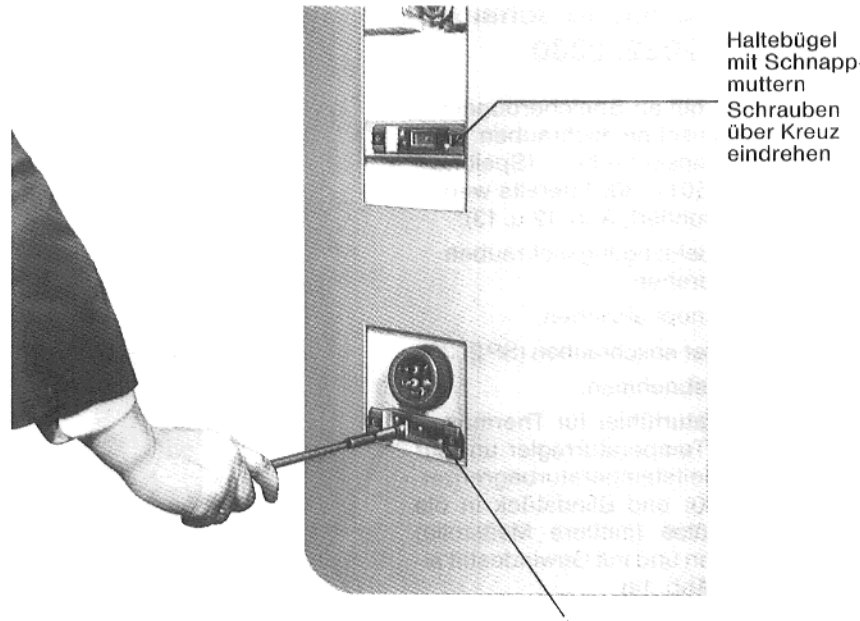

Abb. 15 Haltebügel mit Schnappmuttern, Schrauben über Kreuz eindrehen
1. Haltebügel an Speicherbügel mit Gewindeschneidschrauben über Kreuz anschrauben (Speichergröße 150 l – 300 l bereits werksseitig montiert, Abb. 15 u. 16).